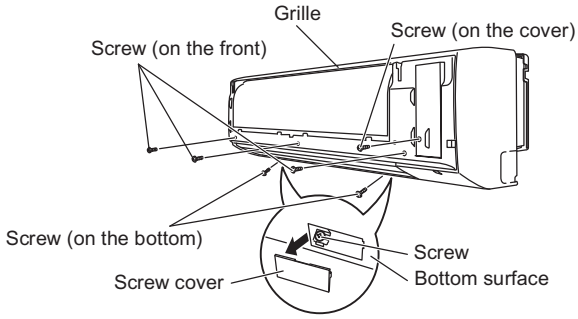

Fig. 1-66
(3) Remove the 3 screws from the front of the unit and remove the screw covers on the bottom surface. Then remove the 2 screws. (Fig. 1-66)
(4) Remove the screw on the right side cover plate and remove the cover. (Fig. 1-66)